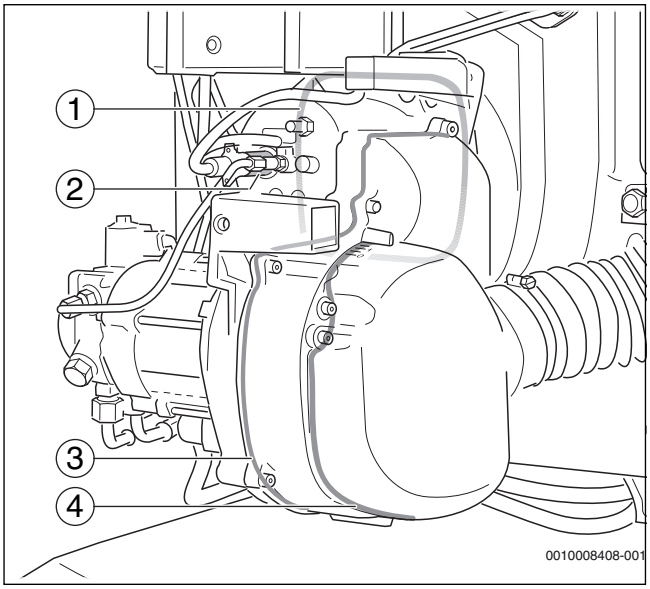

Fig. 42 Chiusura ermetica aggiuntiva
- guarnizione piatta della flangia del bruciatore (→ fig. 42, [1])
- Supporto alloggiamento fotocellula (→ fig. 42, [2])
- Base dell'alloggiamento con cordone ermetizzante rotondo (→ fig. 42, [3])
- Chiusura ermetica del silenziatore (→ fig. 42, [4])